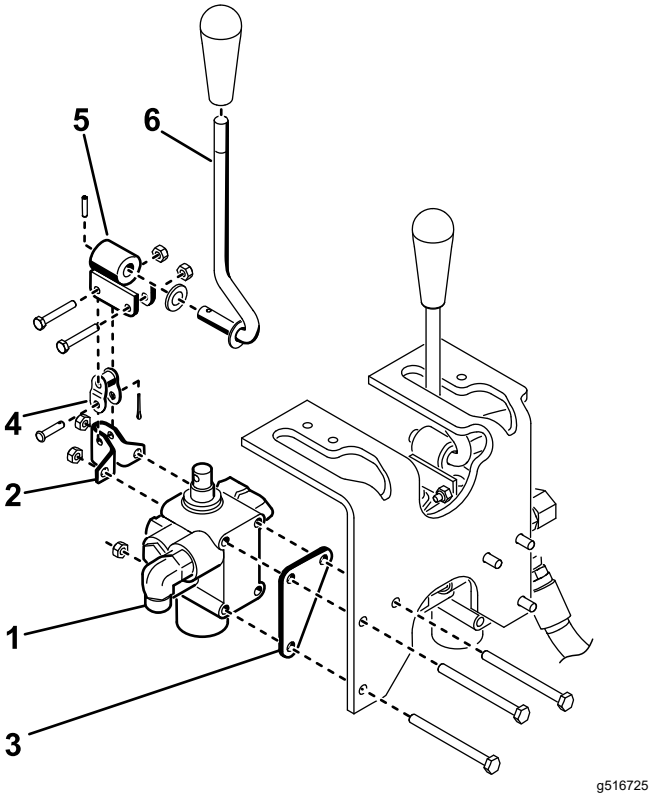

Bild 9
2. Befestigen Sie die Ventilbaugruppe, die Schwenkhalterung und die Ventilplatte mit drei Schrauben (¼" x 3") und drei Sicherungsmuttern (Bild 9) am Rahmen. Positionieren Sie die Ventilplatte bei der Montage gegen die Vorderseite des Rahmenträgers und ziehen Sie die Befestigungen mit 10 bis 12 N·m an.
3. Befestigen Sie die Schwenkhebel-Baugruppe mit 2 Schrauben (#10" x 1¼") und 2 Sicherungsmuttern (Bild 9) lose am Ventilschieber und am Kröpfglied.